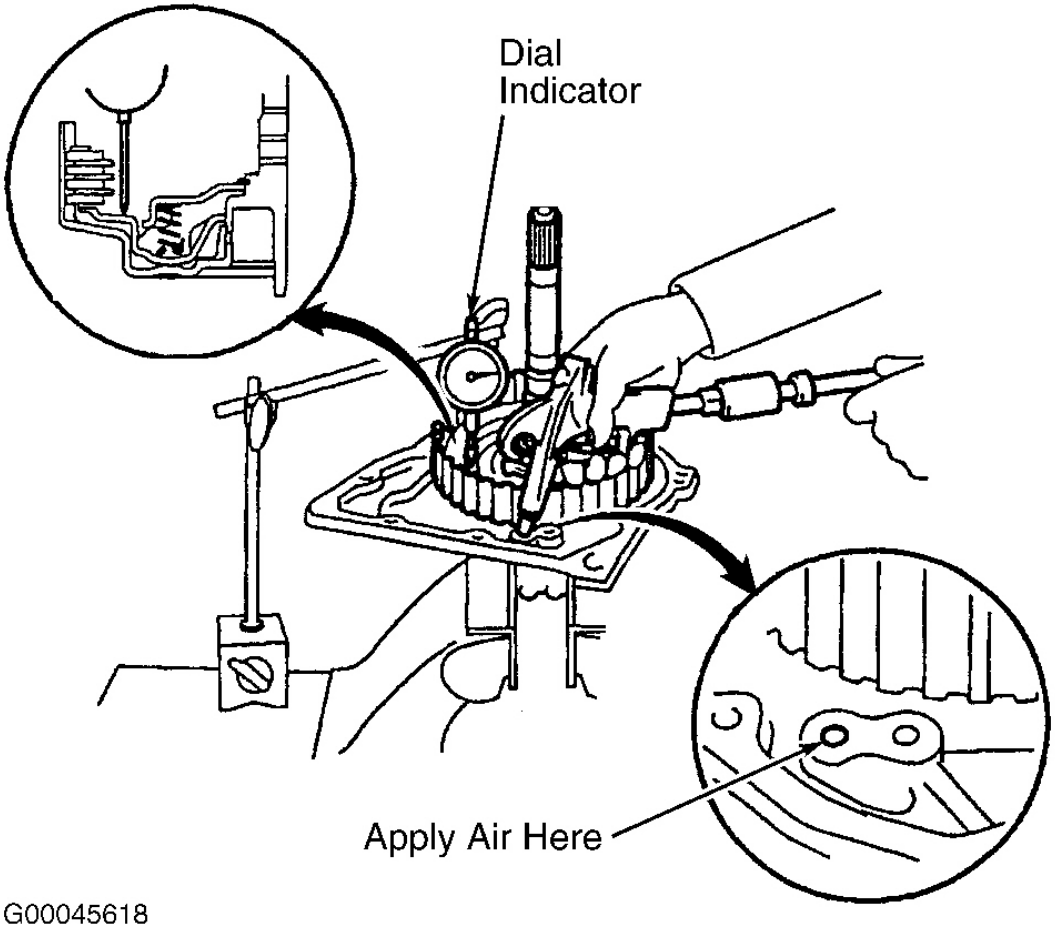

Fig. 37: Measuring Direct Clutch Piston Stroke
1. Prior to disassembly, measure piston stroke of direct clutch. Install direct clutch and needle roller bearing on transaxle rear cover. Using a dial indicator, measure direct clutch piston stroke by applying and releasing 57 psi (4 kg/cm_2) of compressed air to transaxle rear cover. See **Fig. 37**. Piston stroke should be .024-.029" (.62-.74 mm). If piston stroke is not within specification, inspect each component during disassembly.
3. Remove clutch balancer and piston return springs from clutch drum. Install direct clutch on transaxle rear cover. While holding direct clutch piston, apply 57 psi (4 kg/cm_2) of compressed air to transaxle rear cover to remove direct clutch piston. See **Fig. 37**.
4. If disc, plate or flange have been replaced, check piston stroke. Install direct clutch and needle roller bearing on transaxle rear cover. Using a dial indicator, measure direct clutch piston stroke by applying and releasing 57 psi (4 kg/cm_2) of compressed air to transaxle rear cover. See **Fig. 37**.